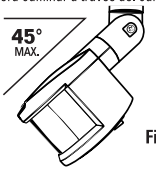

Fig. 2
*La posición del sensor no deberá exceder 45° por debajo de la horizontal. No apunte el sensor de movimiento hacia agua, arbustos o plantas que se puedan mover en el viento, tráfico peatonal, autos en movimiento, etc., ya que es posible que esto active el sensor de movimiento **(Fig. 2)**.*